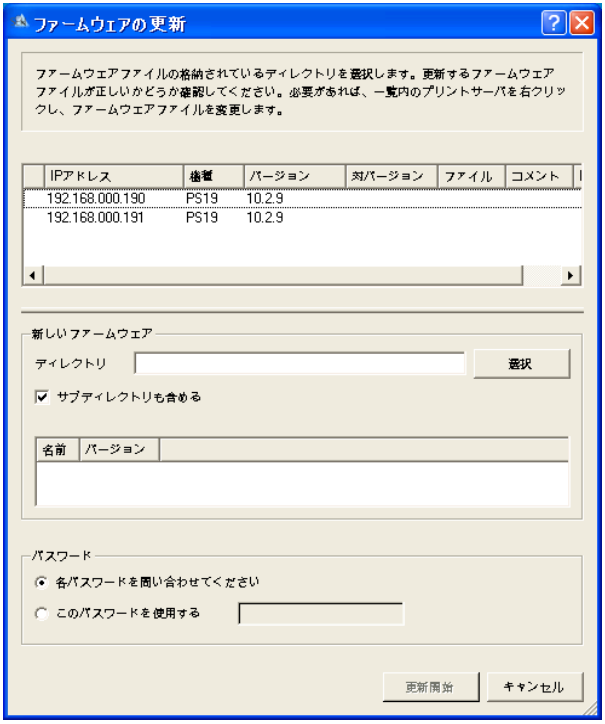

図 24：PRINTSERVER-NetTool
3. メニューバーから、アクション (A) - ファームウェアの更新 (F) を選択します。動的アップデートダイアログが表示されます。参照：図 24 ⇨🗎152